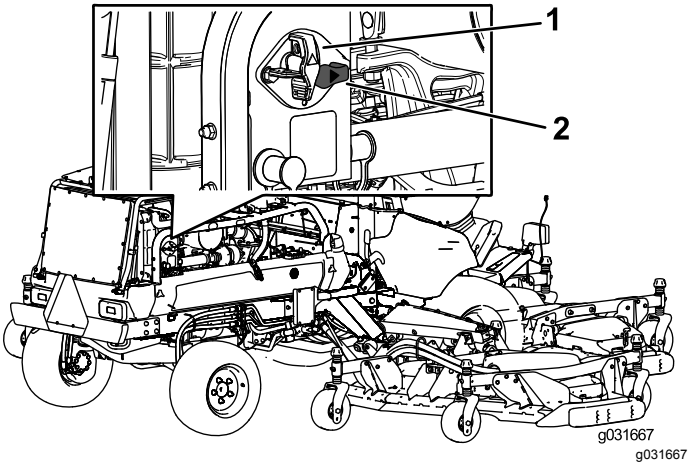

Figur 63
- For at strømføre maskinen skal du dreje batteriets afbryderkontakt med uret til positionen ON (til) (Figur 63).
- For at afbryde strømtilførslen til maskinen skal du dreje batteriets afbryderkontakten mod uret til positionen OFF (fra) (Figur 63).